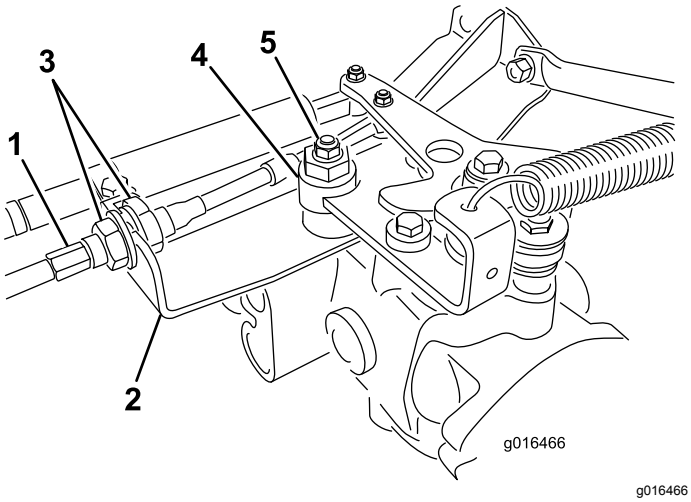

Figuur 46
A. Draai beide contramoeren los waarmee de tractiekabel is bevestigd aan het schutbord op de hydrostaat (Figuur 46). Zorg ervoor dat de contramoeren gelijkmatig en voldoende zijn losgedraaid om afstelling mogelijk te maken.
Opmerking: Draai de moer los waarmee de excentriek is bevestigd aan de bovenkant van de hydrostaat (Figuur 46).
E. Als het wielen niet meer draaien, zet u de moer vast waarmee de excentriek en de afstelling worden geborgd (Figuur 46).
G. Draai vanaf beide kanten van het schutbord de borgmoeren waarmee de tractiekabel is bevestigd aan het schutbord gelijkmatig vast (Figuur 46). Zorg ervoor dat u de kabel niet verdraait.